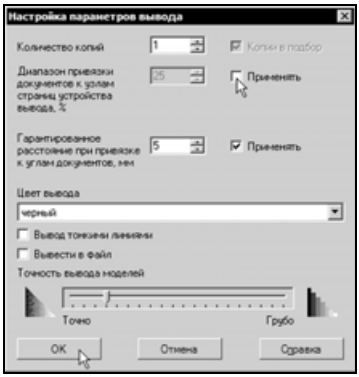

Рис. 2.138
- По умолчанию, включен режим привязки изображения к углам листа. Для его отключения нажмите кнопку **Настройка параметров вывода** панели управления и отключите флажок привязки документа к узлам страниц устройства (рис. 2.138).